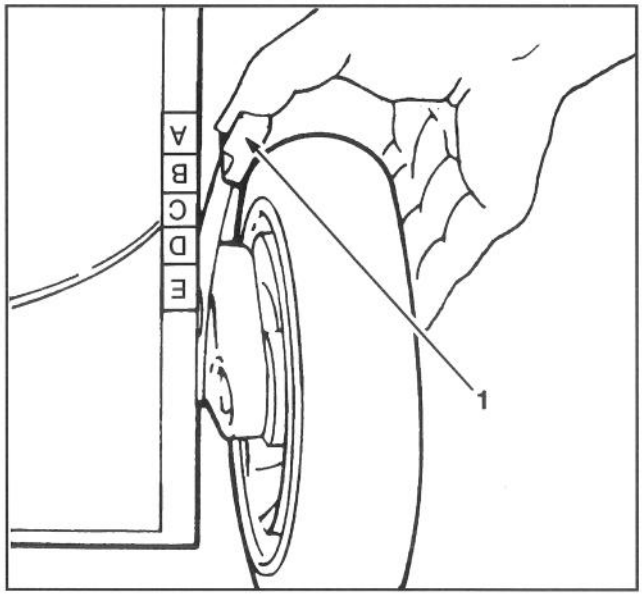

Abb. 17
3. Den Schnitthöhen-Verstellhebel in Richtung Rad drücken und auf die entsprechende Farbe/den Buchstaben auf dem Mähergehäuse einstellen (Abb. 17). Die Einstellung ist einfacher, wenn das Gehäuse angehoben wird, so daß sich das Rad nicht auf dem Boden befindet. Beim Heben nicht mit den Fingern unter das Gehäuse greifen. Sicherstellen, daß der Stift auf dem Schnitthöhen-Verstellhebel im Schlitz im Gehäuse einrastet. Alle Räder auf die gleiche Höhe (Farbe/Buchstabe) einstellen.